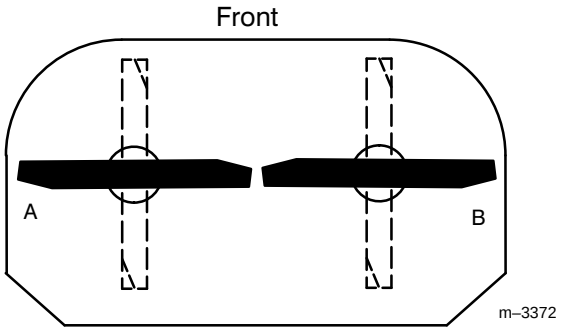
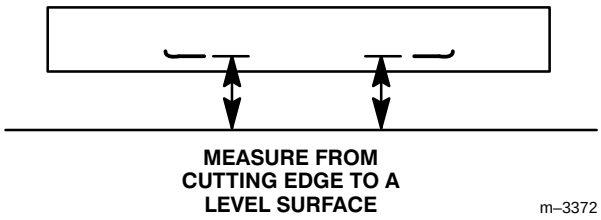

Figure 31
Figure 32
2. Position the blades side-to-side (Fig.31). Measure at “A” and “B” locations (Fig. 31) from a level surface to the cutting edge of blades (Fig.32).